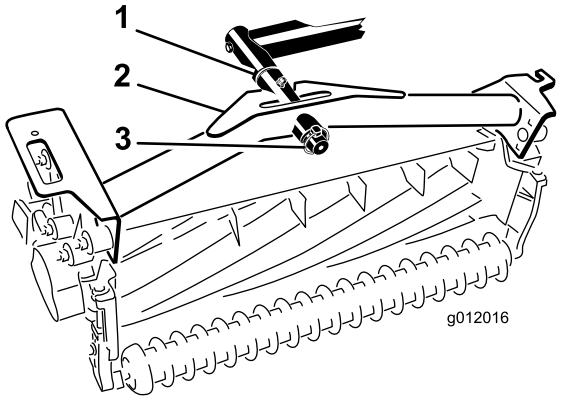

**Figur 20**
2. Skub klippeenhedens bæreramme på drejestangen, og fastgør den med en ringstift (Figur 20).